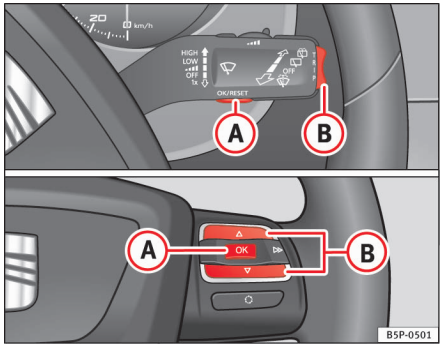

Fig. 40 Knapperne A og B. Betjeningselementer på rattet.
Hvis du trykker på vippeknappen ⇒ fig. 40 (B) på betjeningsarmen til viskerne, kan du skifte mellem følgende visninger i kørecomputeren: